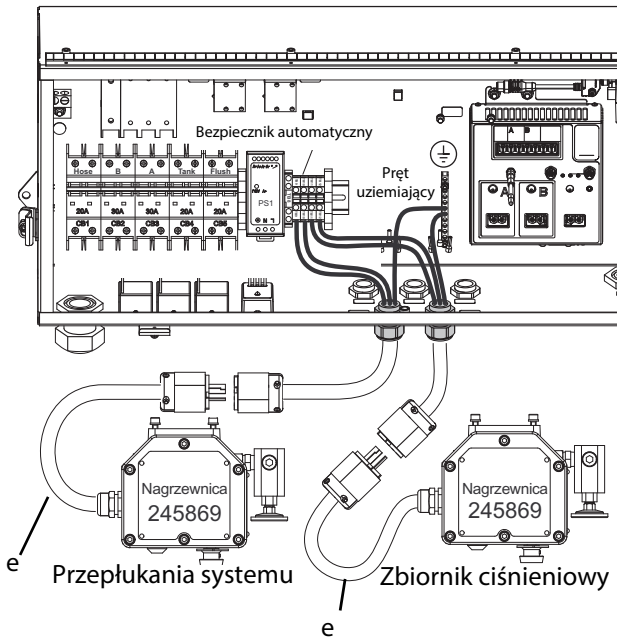

**RYS. 16**
e. **W przypadku modeli do pracy w strefach bezpiecznych:** podłączyć przewody zasilania grzejników (e) podgrzewacza zbiornika i podgrzewacza płukania do listwy zaciskowej. Patrz RYS. 16.